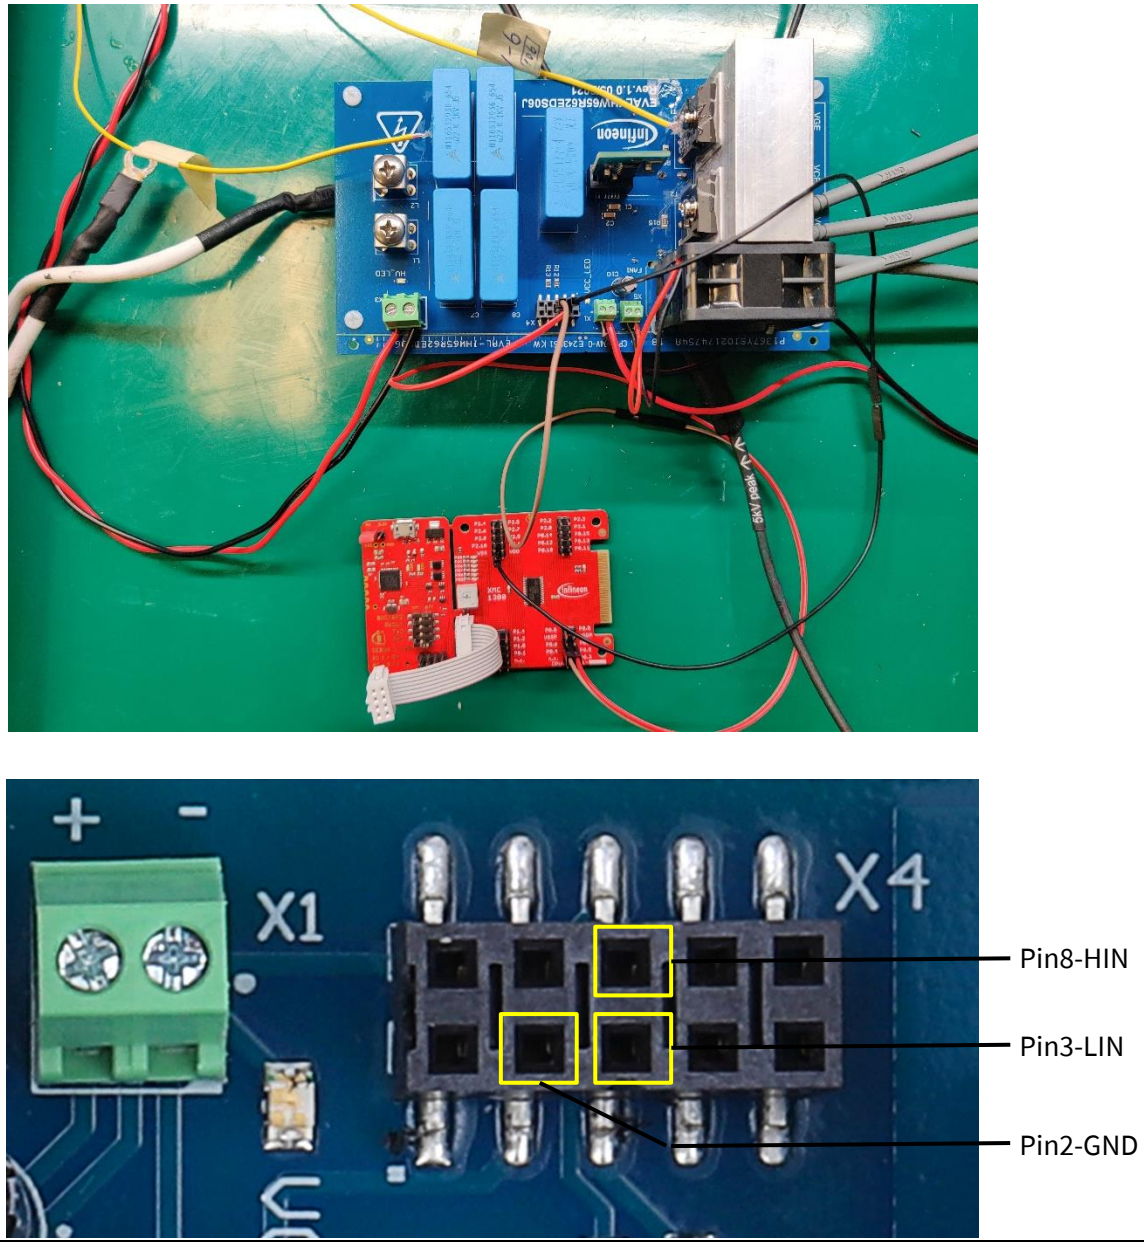

**Figure 3 Connection of digital interface X4 to the Boot Kit XMC1300**
3. Connect the JP104 of the Boot Kit XMC1300 to the connector X4 of the evaluation board, as indicated in Figure 3[1].